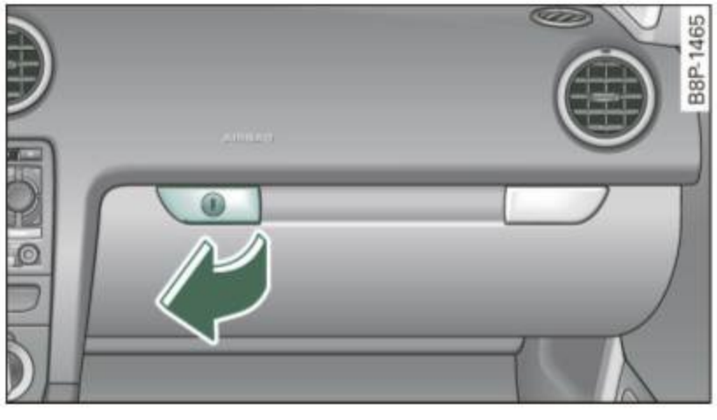

Fig. 96 Glove compartment
– Pull the handle ⇒ fig. 96 in the direction of the arrow push down lid to the fully open position.